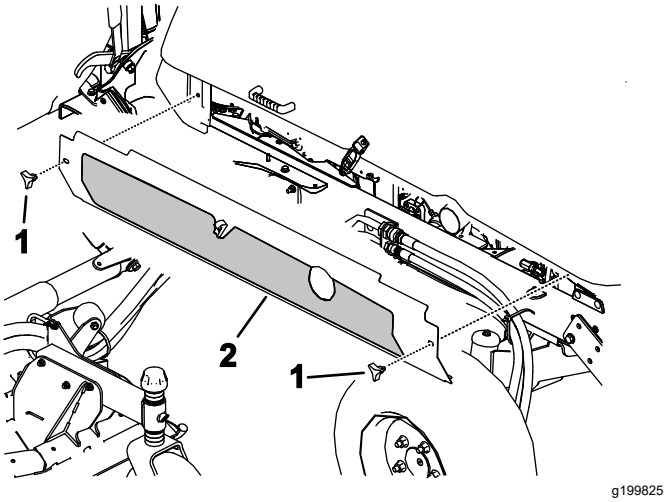

Figur 113
4. Lossa vreden och ta bort båda sidohöljena (Figur 113).
5. Montera sidohöljena (Figur 113).